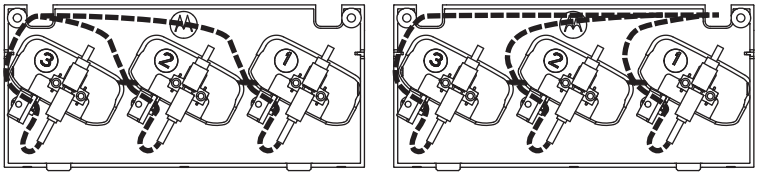

Рис. 12. Організуйте розводку кабелю USB відповідно до місця виводу кабелю.
3. Підключить кабель для програмування до гнізда роз'єму USB у нижній частині гнізда для заряджання й розведіть кабелі, як показано на Рис. 12.